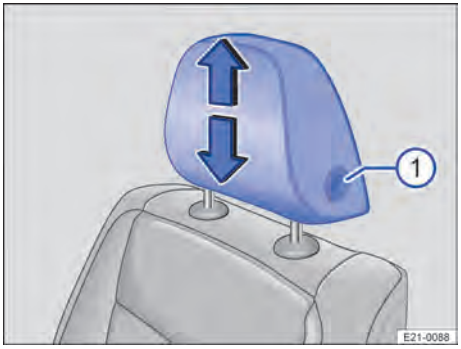

Bilde 71 Forsete: Justere hodestøtten.
1. Hold inne tasten → Bilde 71 ①, og skyv hodestøtten opp eller ned.